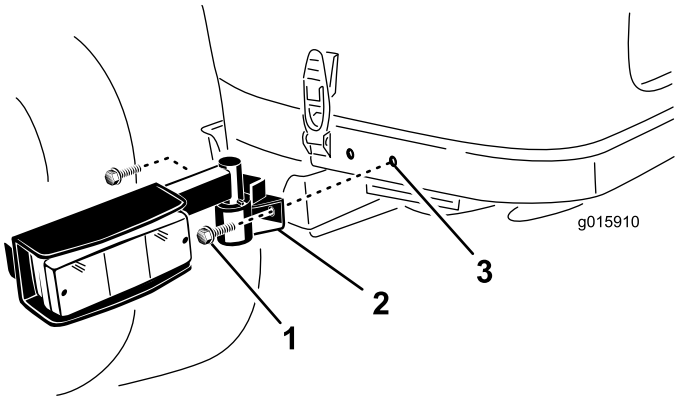

Figura 9
1. Utilizando os furos de montagem da traseira dos trincos do capot, prenda um conjunto de lâmpadas em cada lado da estrutura traseira com (2) parafusos de cabeça de anilha 3/8 x 3/4 pol. (Figura 9). Se os furos de montagem não estiverem feitos na estrutura traseira, passe para o passo seguinte